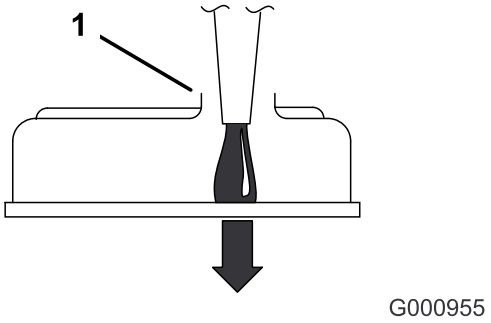

**Figuur 40**
**Belangrijk: Vul de olie zeer langzaam bij en zorg ervoor dat de vulopening niet verstopt raakt (Figuur 40). Al u te snel olie bijvult of de opening verstopt raakt, bestaat de kans dat de olie overloopt en de luchtinlaten verstopt raken. Hierdoor kan de motor schade oplopen.**